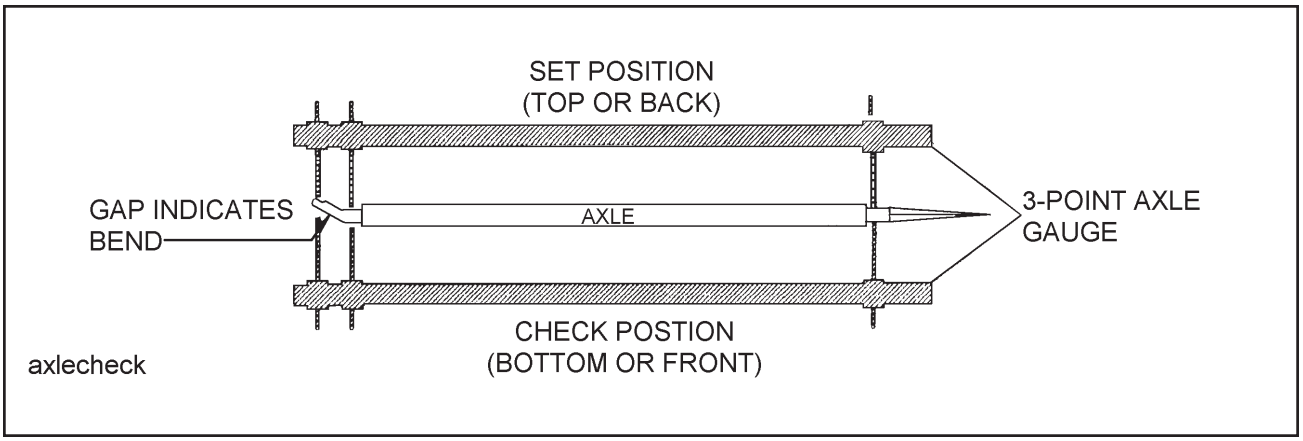

Figure 4-12 Checking Axle for Bend
b. Place a 3-point axle gauge against the front side of the axle, and adjust each axle gauge point to the axle. (Double point end against the inner and outer wheel bearing surfaces of the spindle being checked and the other point on the inner bearing surface on the other spindle) **(See Figure 4-12).**
c. Move the axle gauge and place against the back side of the axle. If either of the points of double point end fails to touch the axle surface, a bent spindle is evident. A point gap of .015" or more is considered excessive tire “toe” and the axle must be replaced **(See Figure 4-12)**.